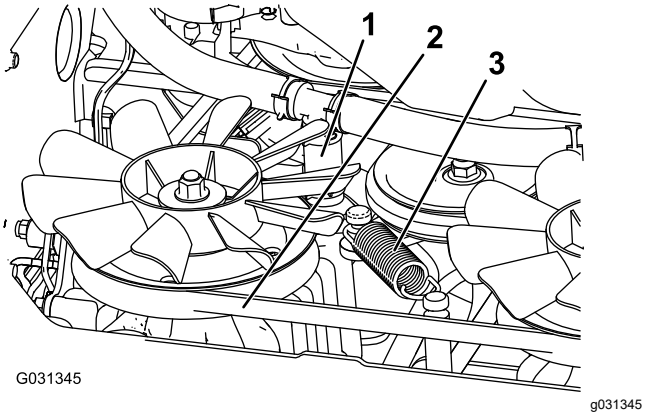

Figura 78
5. Retire la manguera hidráulica inferior (Figura 78).
6. Retire el muelle tensor (Figura 78).
7. Retire la correa de la carcasa del embrague y del tope del embrague (Figura 78).